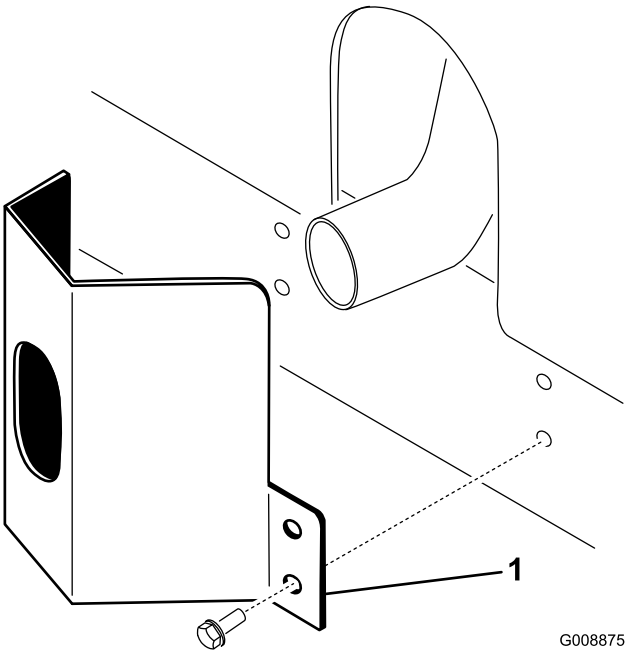

Figuur 10
1. Plaats het uitlaatscherm om de geluiddemper en zorg ervoor dat de montageopeningen en de openingen in het frame zich recht tegenover elkaar bevinden (Figuur 10).
2. Bevestig het uitlaatscherm aan het frame met 4 zelftappende schroeven (Figuur 10).